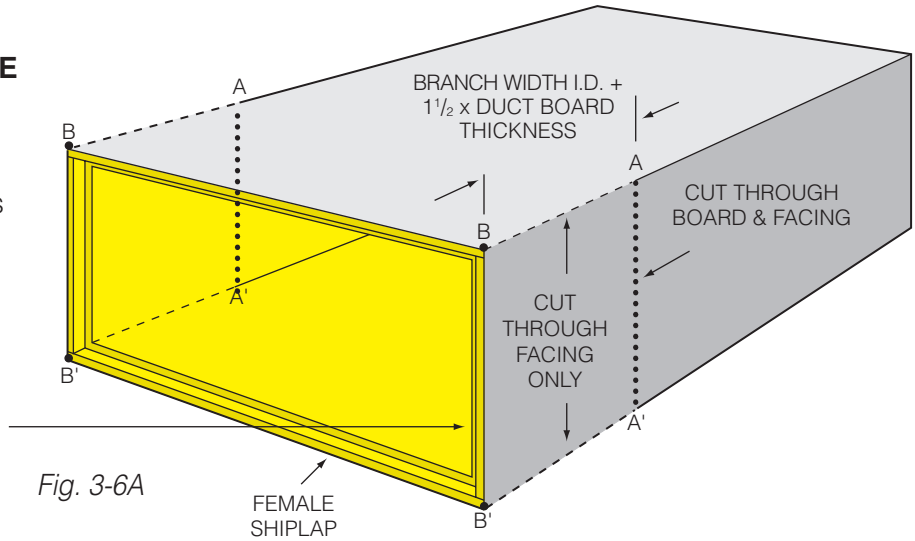
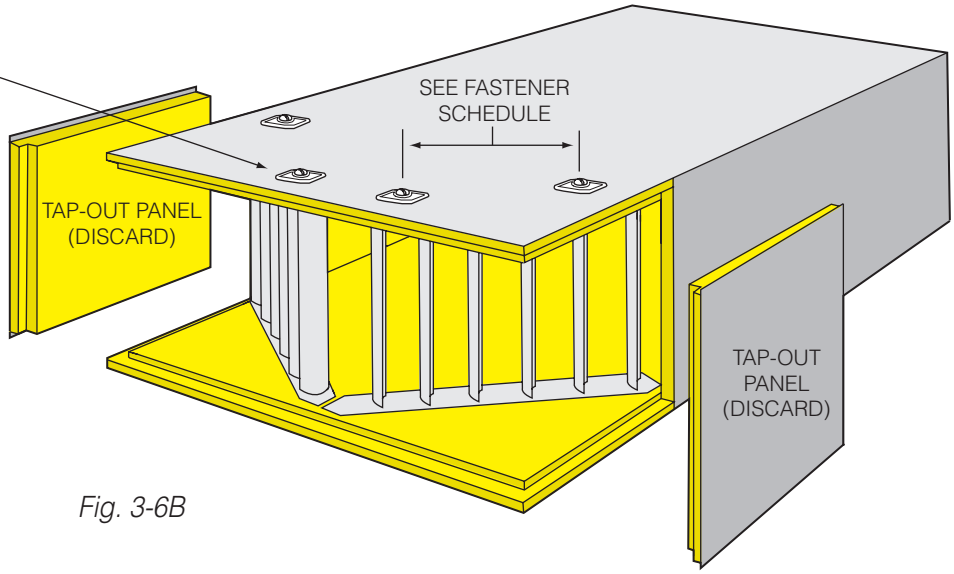

Fig. 3-6A
Fig. 3-6B
1. Cut with straight knife on dashed lines A - B and A' - B', all four corners, through facing only (See Fig. 3-6A).
2. Cut on dotted lines A - A', both square edge tap-out panels, with straight knife, through board and facing (see Fig. 3-6A). Discard tap-out panels (Fig. 3-6B).
3. Install turning vanes. See Fig. 3-6B and Fastener Schedule, Page 3-1, minimum 2 per rail.